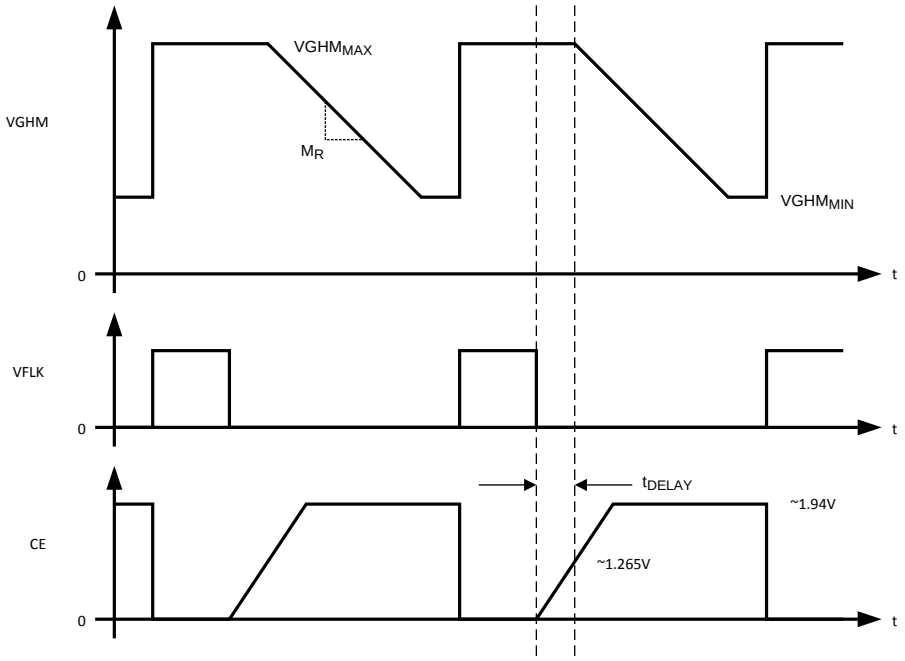
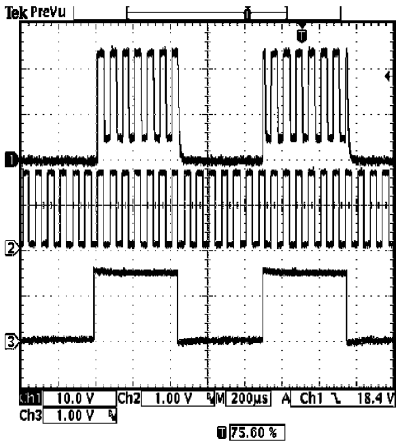
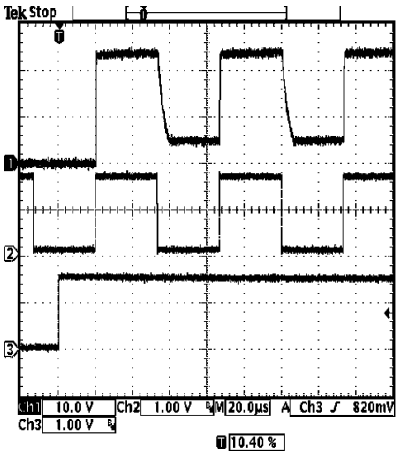

Figure 45.
Figure 46. Waveform
Figure 47. Waveform
The Gate Pulse Modulation (GPM) block is designed to provide a modulated voltage to the gate driver circuitry of a TFT LCD display. Operation is best understood by referring to the GPM block diagram in the Block Diagrams section, the drawing in Figure 45 and the transient waveforms in Figure 46 and Figure 47.
When VDPM is high, typical waveforms for the GPM block can be seen in Figure 45. The pin VGH is typically driven by a 2x or 3x charge pump. In most cases, the 2x or 3x charge pump is a discrete solution driven from the SW pin and the output of the boost switching regulator. When VFLK is high, the PMOS switch P2 is turned on and the PMOS switch P3 is turned off. With P2 on, the VGHM pin is pulled to the same voltage applied to the VGH pin. This provides a high gate drive voltage, $VGHM_{MAX}$, and can source current to the gate drive circuitry. When VFLK is high, NMOS switch N3 is on which discharges the capacitor CE.
When the voltage on CE reaches about 1.265V and the VFLK signal is low, the PMOS switch P2 will turn off and the PMOS switch P3 will turn on connecting resistor R3 to the VGHM pin through P3. This will discharge the voltage at VGHM at some rate determined by R3 creating a slope, M_R, as shown in Figure 45. The VGHM pin is no longer a current source, it is now sinking current from the gate drive circuitry.
Figure 46 and Figure 47 give typical transient waveforms for the GPM block. Waveform (1) is the VGHM pin, (2) is the VFLK and (3) is the VDPM. The output of the boost switching regulator is operating at 8.5V and there is a 3x discrete charge pump (~23.5V) supplying the VGH pin. In Figure 46 and Figure 47, the VGHM pin is driving a purely capacitive load, 4.7nF. The value of resistor R1 is 15kohm, R2 is 1.1kΩ and R3 is 750Ω. In both transient plots, there is no C_E delay capacitor.